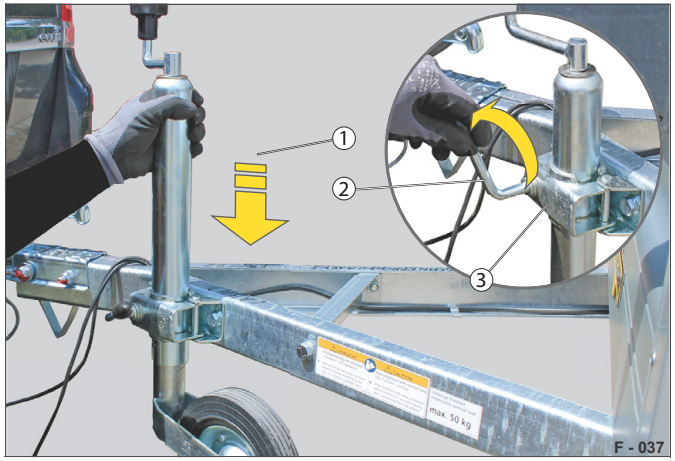

Abb. 11 Snížení podpěrného kola
▶ Otočte kulovou rukojeť (Abb. 11/2) nahoru a přitom pevně přidržte válec (Abb. 11/1).
▶ Spusťte válec tak, aby bylo možné aretovat svorku (Abb. 11/3).